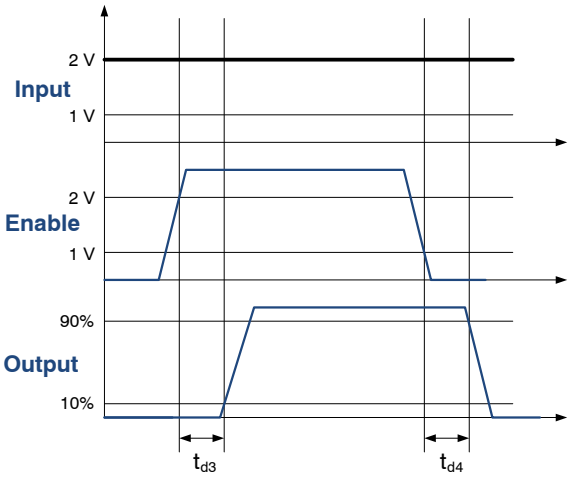
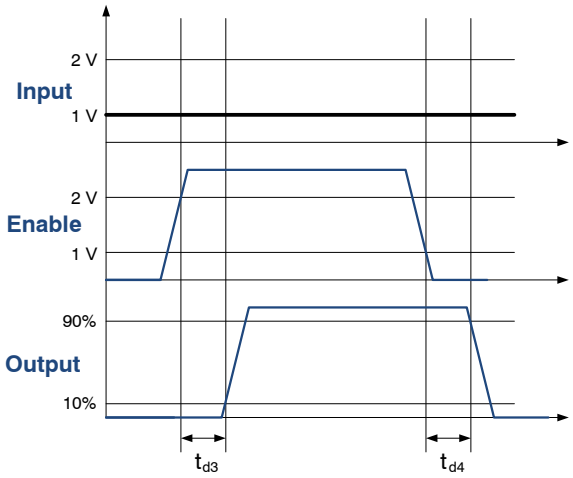
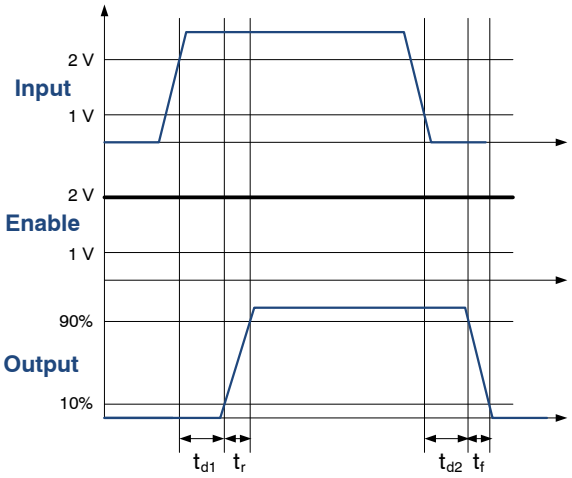
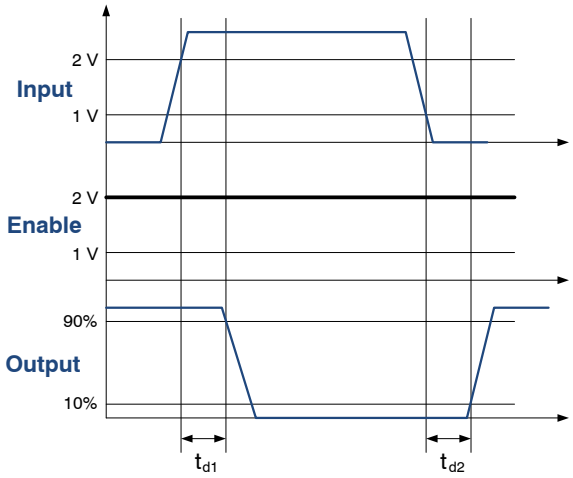

Figure 2. Enable Function for Non−inverting Input Driver Operation
Figure 3. Enable Function for Inverting Input Driver Operation
Figure 4. Non−inverting Input Driver Operation
Figure 5. Inverting Input Driver Operation
5. See timing diagrams in Figure 2, Figure 3, Figure 4 and Figure 5.